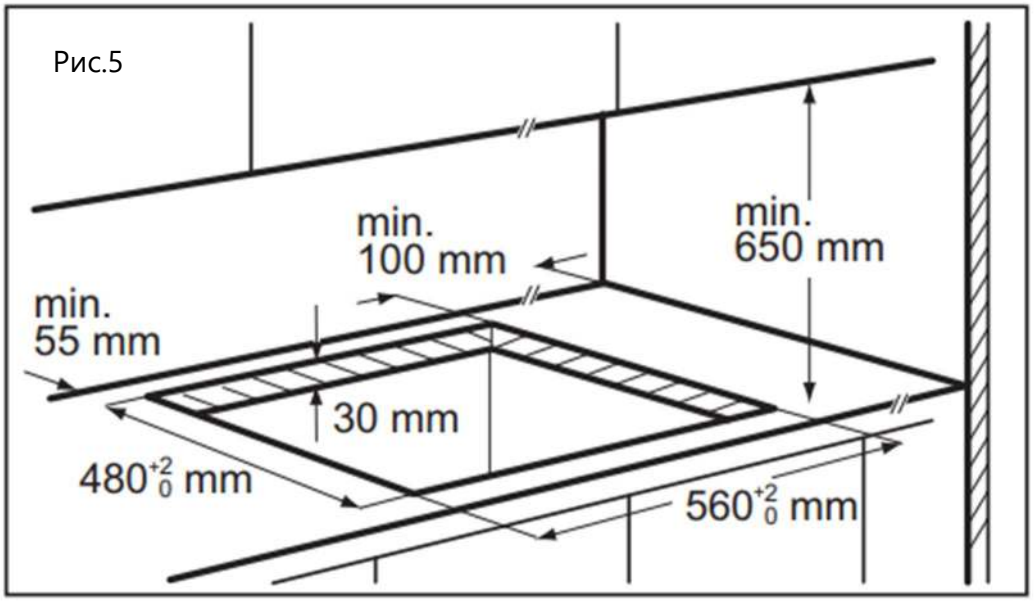

Рис.5
6. В случае если установка духового шкафа не предусмотрена и есть свободный доступ к нижней части варочной поверхности, то в данном случае необходимо использовать деревянную панель, расстояние между прибором и панелью должно составлять минимум 30 мм. (рис.5).
7. Если прибор устанавливается в непосредственной близости от стены, минимальное расстояние между стеной и прибором должно составлять минимум 50 мм. (рис.5)